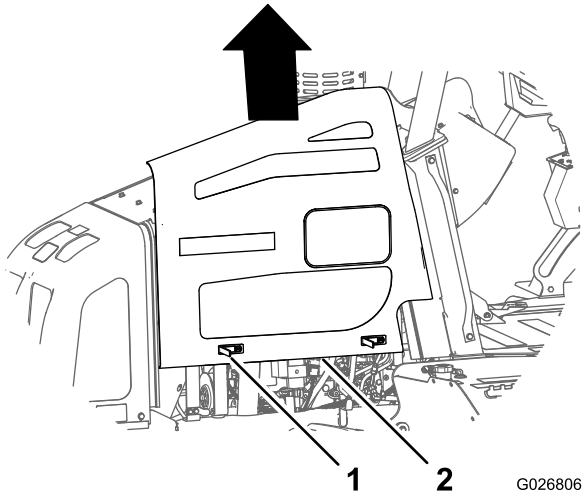

Figure 60
4. Soulevez le panneau pour le déposer de la machine (Figure 60).